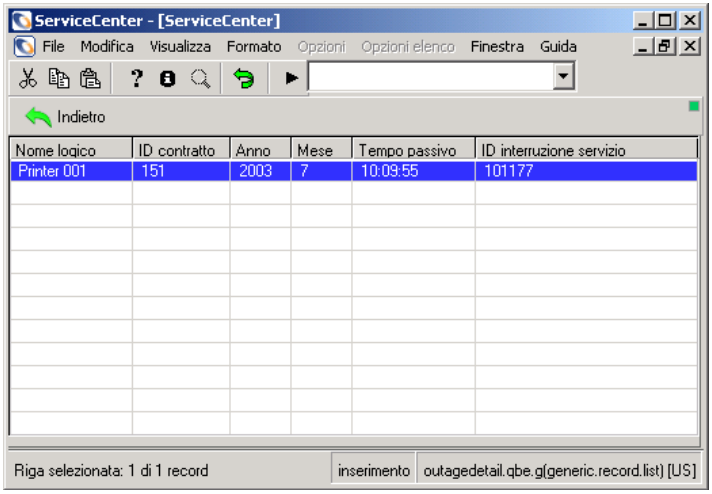

Figura 9-26: Cronologia delle interruzioni di servizio di un singolo dispositivo
- Fare clic su un numero di colonna nel grafico. ServiceCenter visualizzerà un modulo con la cronologia delle interruzioni di servizio del dispositivo, se tale cronologia esiste. Se il dispositivo non ha una cronologia di interruzioni di servizio, nella barra di stato verrà visualizzato il messaggio: **Nessun record trovato per la query:...** La Figura 9-26 mostra la cronologia delle interruzioni di servizio di un dispositivo.